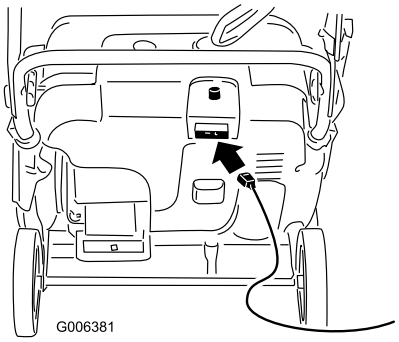
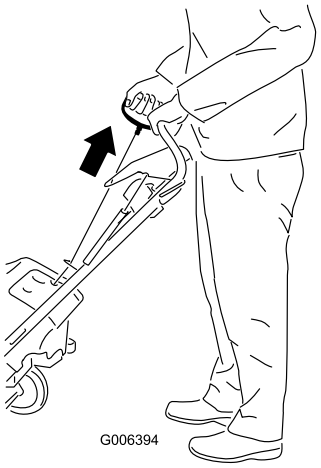

Figur 17
Figur 18
4. Anslut en förlängningssladd till en strömkälla och maskinen och tryck på den elektriska startknappen (endast modell 38569) (Figur 17) eller dra i startsnörets handtag (Figur 18).